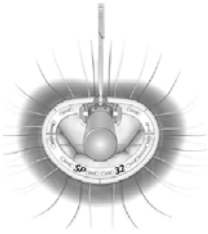

図 4
2) メスを用いて 1 本のハンドルフランジ固定糸を切断し(図 4)、ハンドルフランジとハンドルを取り外す。ハンドルフランジは廃棄する。
3) メスを用いて 1 本のハンドルフランジ固定糸を切断し(図 4)、ハンドルフランジとハンドルを取り外し、ハンドルフランジを廃棄する。